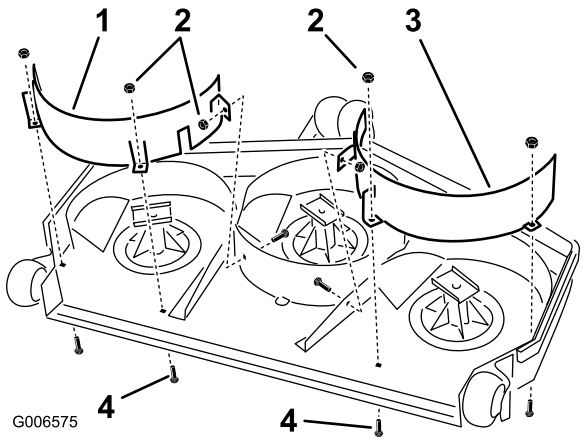

Figure 3
2. Loosely install the right baffle to the mower deck with 2 carriage bolts (3/8 x 1 inch) and 2 locknuts (3/8 inch) (Figure 3). Make sure the bolt heads are on the inside of the cutting chamber.
3. Loosely install the right baffle to the center baffle with 1 carriage bolt (3/8 x 1 inch) and alocknut (3/8 inch) (Figure 3).
5. Loosely install the left baffle to the mower deck with 2 carriage bolts (3/8 x 1 inch) and 2 locknuts (3/8 inch) (Figure 3).
6. Loosely install the left baffle and the center baffle to the mower deck baffle with a carriage bolt (3/8 x 1-1/4 inches) and a locknut (3/8 inch) (Figure 3).